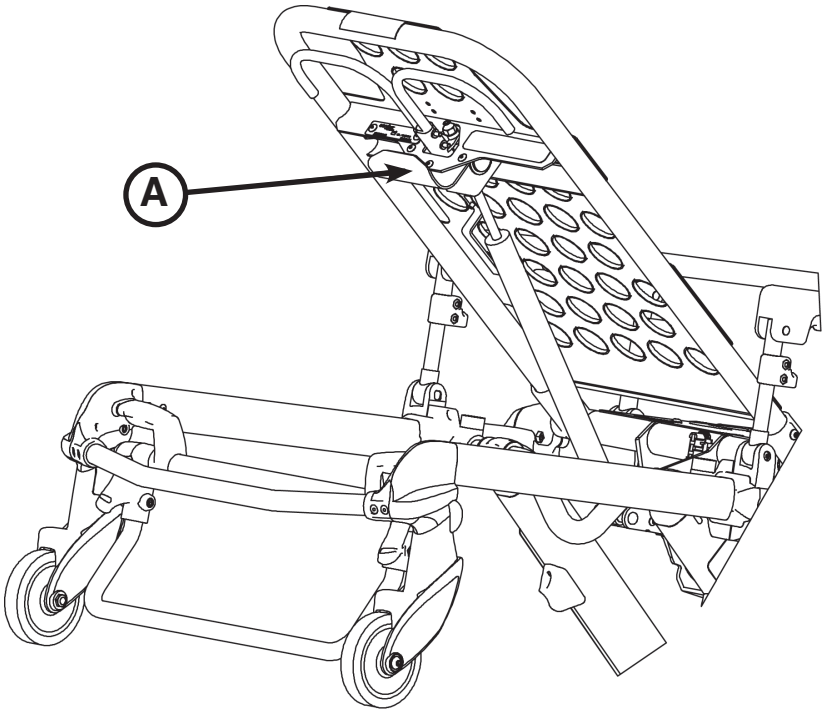

Figura 60
Utilice el gancho del equipo (A) (véase la Figura 60) para colgar accesorios o equipos adicionales, como desfibriladores o monitores.